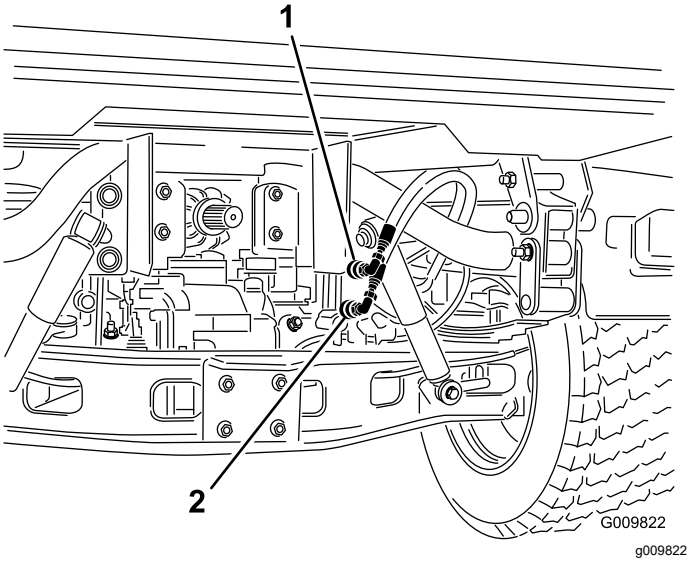

Figura 66
2. En ambas máquinas, desconecte las dos mangueras de acoplamiento rápido de las mangueras que están conectadas al soporte de acoplamiento (Figura 66).